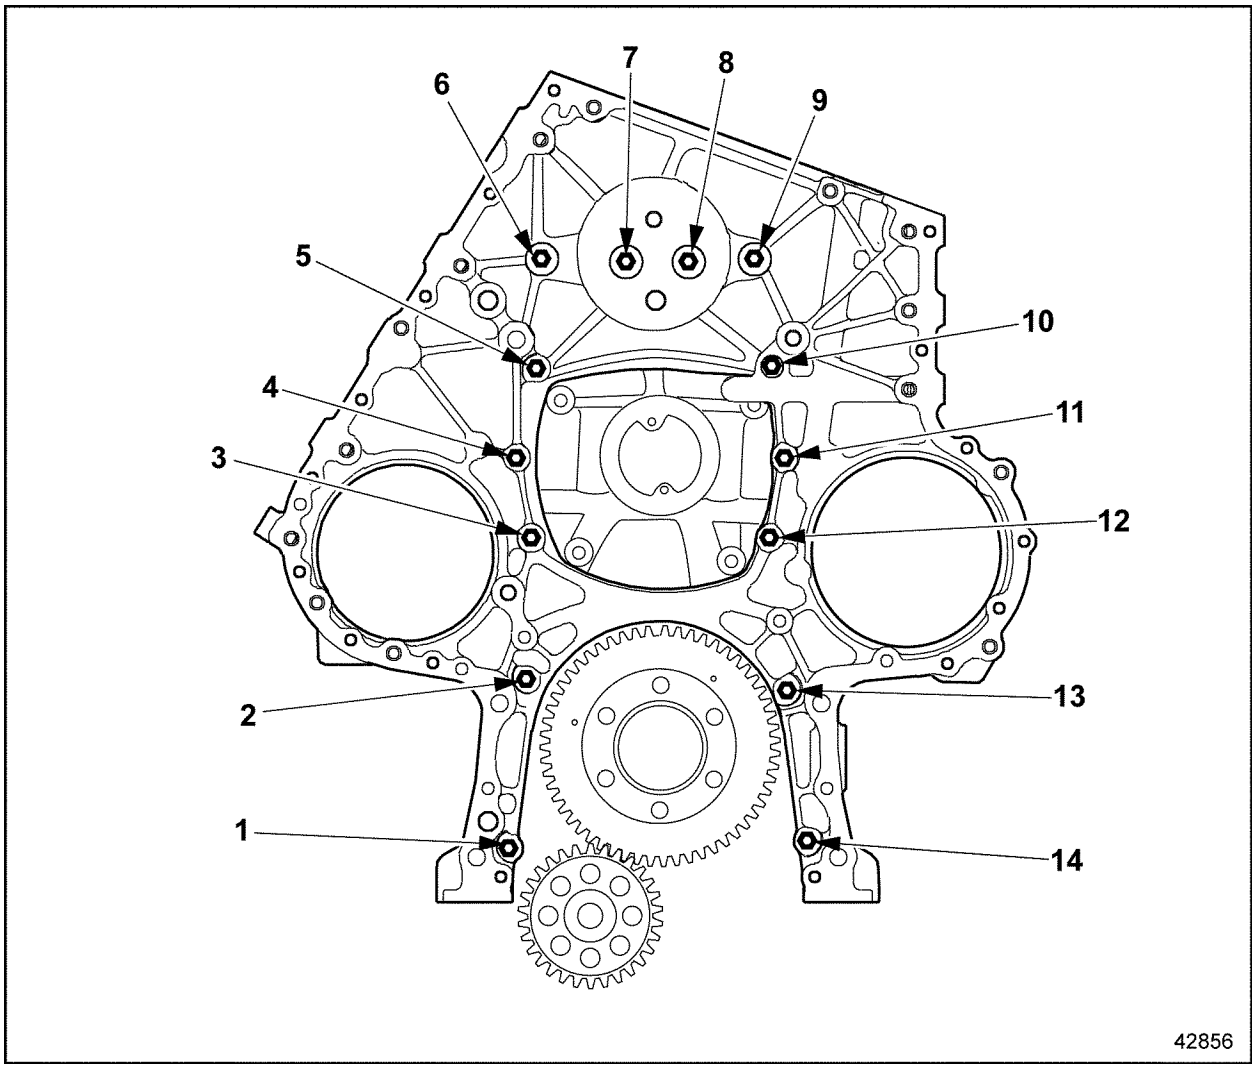

Figure 1-209 Gear Case Mounting Bolt Locations
19. Remove fourteen bolts that secure gear case to engine block. See Figure 1-209.